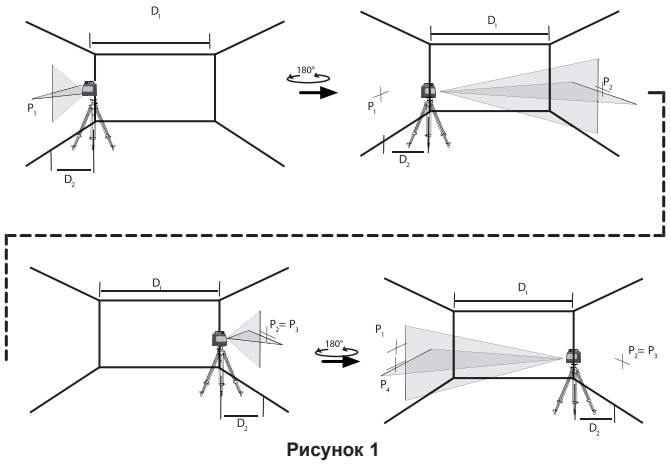

Рисунок 1
Выключатель питания расположен в задней части инструмента, как видно на рис. 1. Когда выключатель (C) находится в положении ВЫКЛ./БЛОКИРОВКИ, устройство будет выключено, а отвес будет заблокирован. Когда выключатель (C) перемещается в состояние ВКЛ./РАЗБЛОКИРОВКИ, устройство включается, а отвес высвобождается из положения блокировки и самонивелируется.
(См. рис. 1)
1. Установите лазерный инструмент на штатив и поближе к стене № 1, как показано на рис. 1. Включите горизонтальную и вертикальную линии. Отметьте пересечение точек P_1.